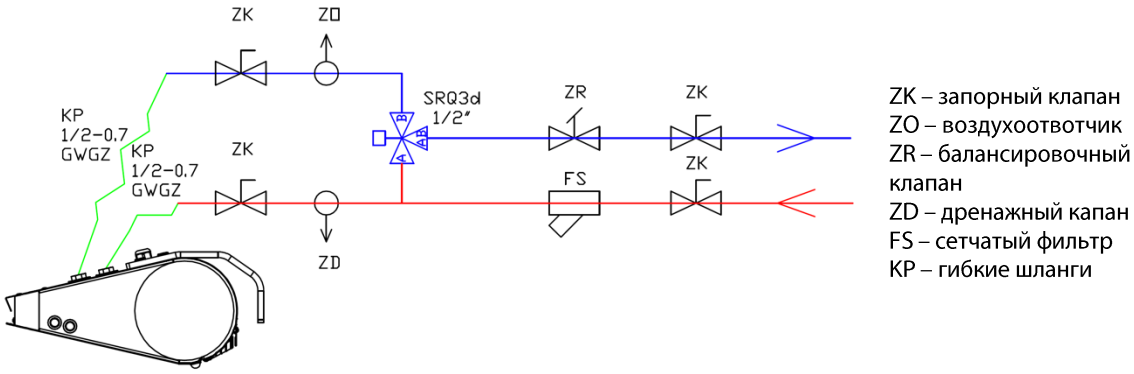

РИС. 17.3 ПРИМЕР СИСТЕМЫ СОЕДИНЕНИЯ ГИДРАВЛИЧЕСКИХ ЭЛЕМЕНТОВ.
3. Установка должна быть выполнена таким образом, чтобы в случае аварии, можно было демонтировать устройство (рекомендуется использование гибких подводков). Для этого примените запорную арматуру прямо на устройстве. (Рис. 17.3)